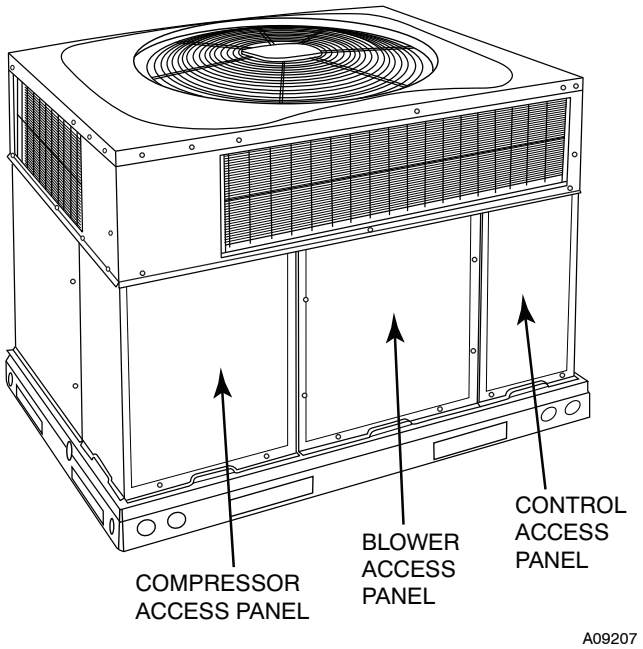

**Fig. 20 - Unit Access Panels**
a. Remove blower access panel (see Fig. 20).
g. Reinstall blower access panel (see Fig. 20).
1. Remove control access panel (See Fig. 20).
Remove blower access panel (see Fig. 20). Limit switch is located on the fan partition.
3. Remove control access panel (See Fig. 20).
Remove access panels (see Fig. 20) to locate all the electrical controls and wiring. Check all electrical connections for tightness. Tighten all screw connections. If any smoky or burned connections are noticed, disassemble the connection, clean all the parts, re-strip the wire end and reassemble the connection properly and securely.